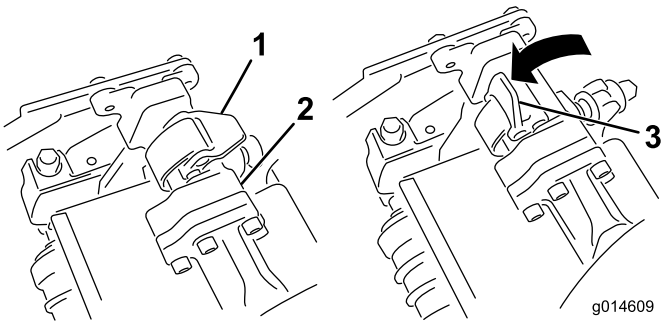
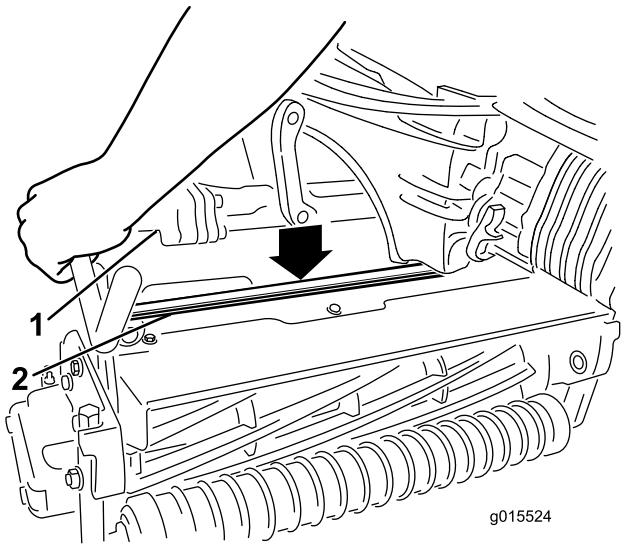

Figur 32
Figur 33
4. Låt spärrarna på upphängningsarmstången peka uppåt (dvs. de ska vara öppna) (Figur 32) och tryck upphängningsarmen nedåt så att stången passar över stången över ovansidan av klippenheten (Figur 33).
5. Fäll spärrarna nedåt och runt klippenhetsstången och lås dem på plats (Figur 32).
5. Öppna spärrarna på upphängningsarmstången på den klippenhet som du tar bort (Figur 32).